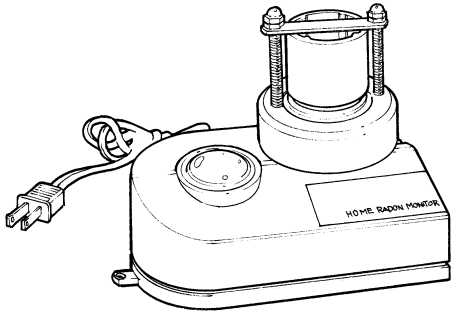

Figure 6. Détecteur alpha de type actif
- **Détecteurs alpha de type actif** - Ce genre de détecteur ressemble au détecteur alpha de type passif. Toutefois, il est muni d'une petite pompe à air électrique qui permet de recueillir des mesures plus précises (voir la **Figure 6**). Les détecteurs alpha de type actif sont habituellement utilisés pour mesurer le radon pendant des périodes d'une semaine à deux mois environ.